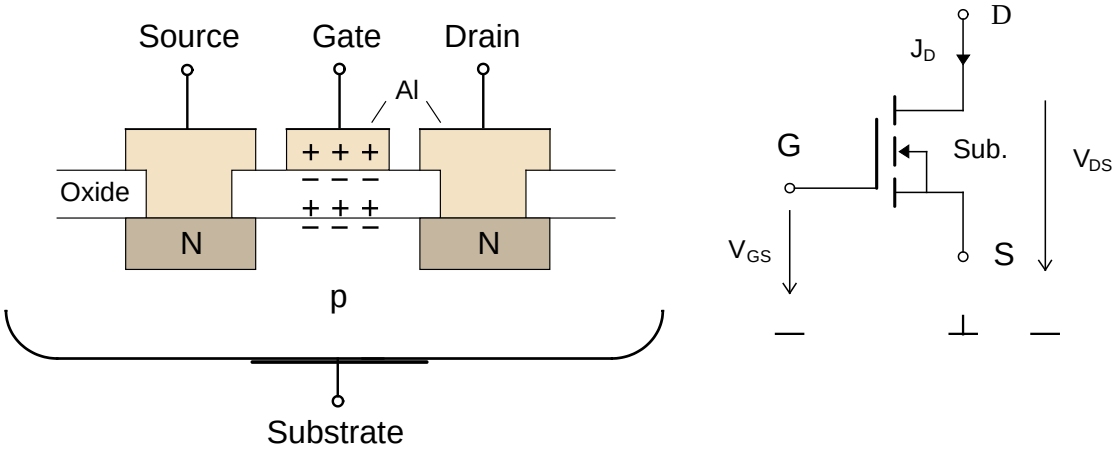

Abb. 12: Schematischer Aufbau und Schaltsymbol eines n-channel-MOSFET.
Der „n-channel"-MOSFET besteht aus einem leicht positiv-dotierten Si-Substrat, in welches zwei stark n-dotierte Bereiche hineindiffundiert wurden (Abb. 12). Der Abstand zwischen diesen beiden - Drain (D) und Source (S) - beträgt wenige µm. Eine dünne (nm) Lage isolierendes SiO_2 schließt den Kristall nach außen ab. Nur über Drain und Source sind Aussparungen, die den elektrischen Kontakt zu den aufgedampften Aluminium-Elektroden herstellen.